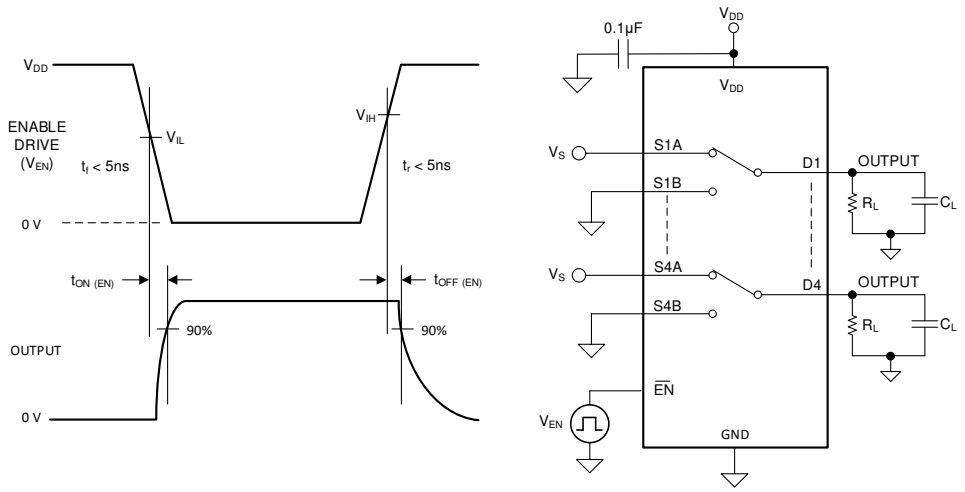

Figure 32. $t_{ON\ (EN)}$ and $t_{OFF\ (EN)}$ Time Measurement Setup
7.6 $t_{ON\ (EN)}$ and $t_{OFF\ (EN)}$ Time
The $t_{ON\ (EN)}$ time is defined as the time taken by the output of the device to rise to 90% after the enable has fallen past the logic threshold. The 90% measurement is used to provide the timing of the device being enabled in the system. Figure 32 shows the setup used to measure the enable time, denoted by the symbol $t_{ON\ (EN)}$.
The $t_{OFF\ (EN)}$ time is defined as the time taken by the output of the device to fall to 90% after the enable has fallen past the logic threshold. The 90% measurement is used to provide the timing of the device being disabled in the system. Figure 32 shows the setup used to measure enable time, denoted by the symbol $t_{OFF\ (EN)}$.